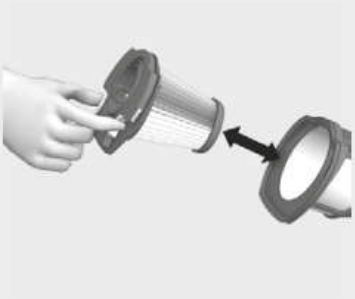

Fig. 16
3. Enxague as peças dos filtros com cuidado em água morna e sem qualquer detergente (fig. 16). **Nunca utilize a máquina de lavar louça ou a máquina de lavar roupa.**